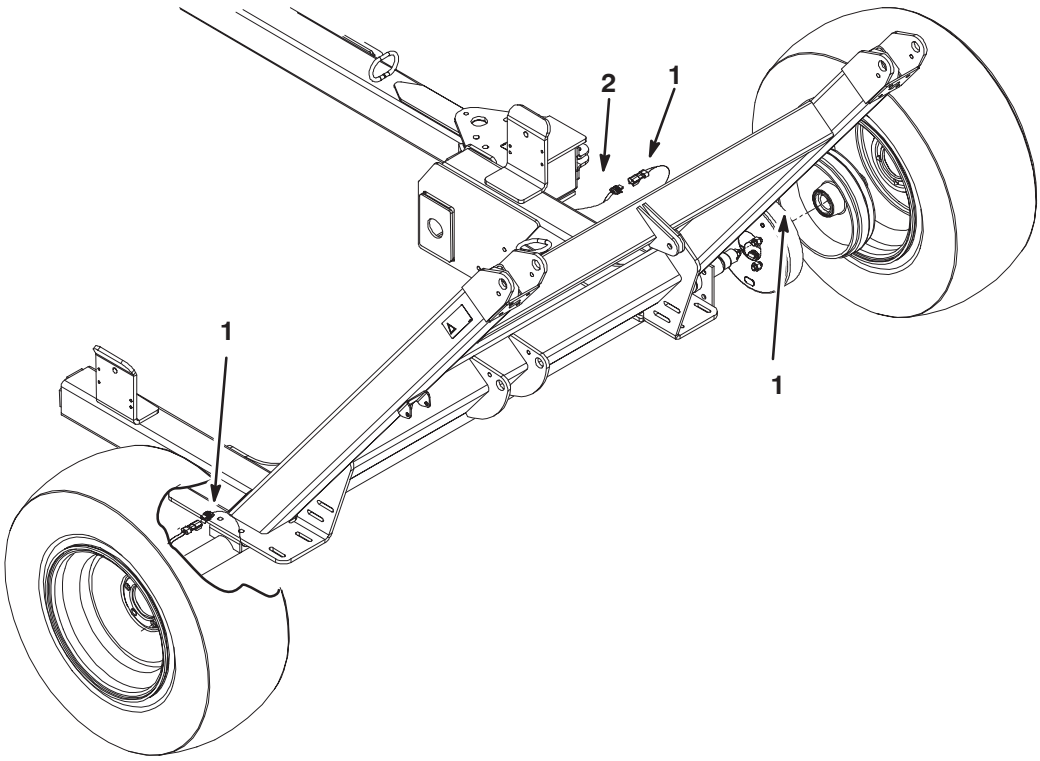

Figure 4
9. Connect the brake harness to the left and right brake connectors (Fig. 4). The end of the harness with the two connectors is to be positioned at the right end of the axle.
11. Plug the brake harness into the sweeper harness (Fig. 4).